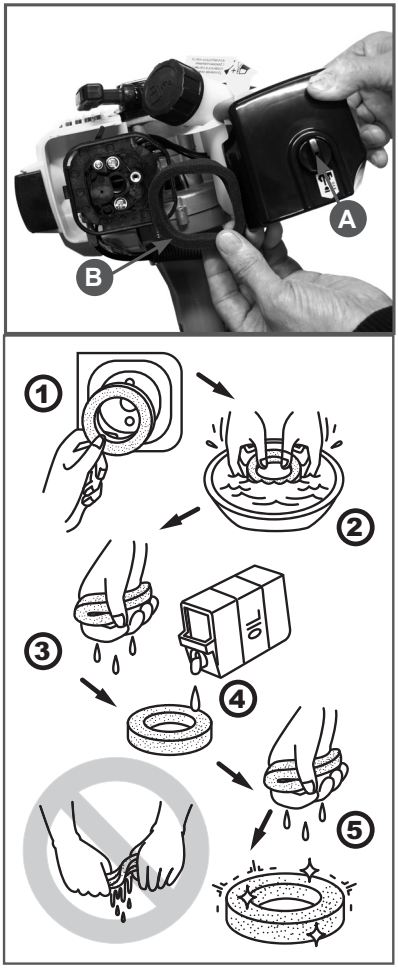

Рис. 13 Обслуживание воздушного фильтра
1. Открутите винт барашковый А (Рис. 13) и снимите крышку воздушного фильтра.
2. Извлеките из корпуса фильтрующий поролоновый элемент В (Рис. 13).